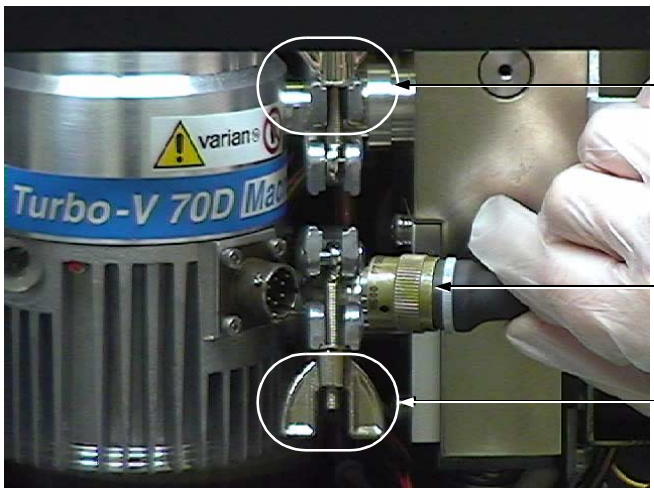

Figure 8-8 Remove the Turbo Power Connection
3. While supporting the pump with one hand, use the other hand to place the NW-16 centering ring and O-ring onto the lower valve block connection (Figure 8-8).
6. Place the NW-16 centering ring and O-ring onto the upper valve block connection (Figure 8-8).